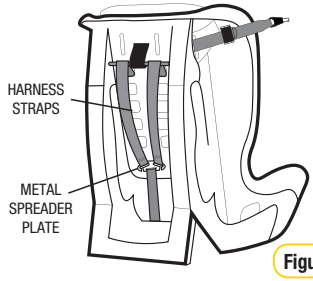

Figure 1.1
- Loosen harness to allow spreader plate to rise from under the restraint. Turn the restraint so that the back of the restraint is facing you (refer Figure1.1).